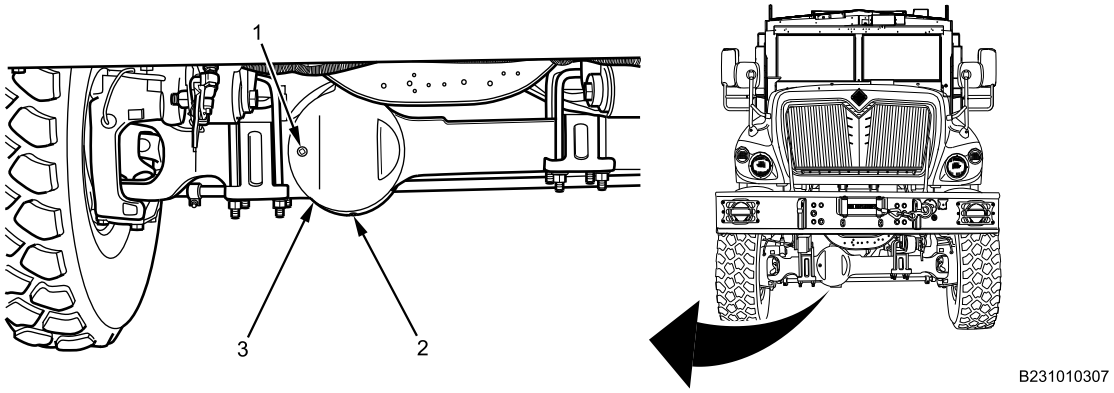

Figure 1. Front Axle Differential Case.
2. Place drain pan under front axle differential case (Figure 1, Item 3).
3. Remove drain plug (Figure 1, Item 2) from bottom of front axle differential case (Figure 1, Item 3). Set drain plug aside.
4. Drain differential fluid from front axle differential case (Figure 1, Item 3) into drain pan. Clean drain plug (Figure 1, Item 2) opening of loose debris and contaminants.
5. Remove fill plug (Figure 1, Item 1) from front axle differential case (Figure 1, Item 3). Set fill plug aside.